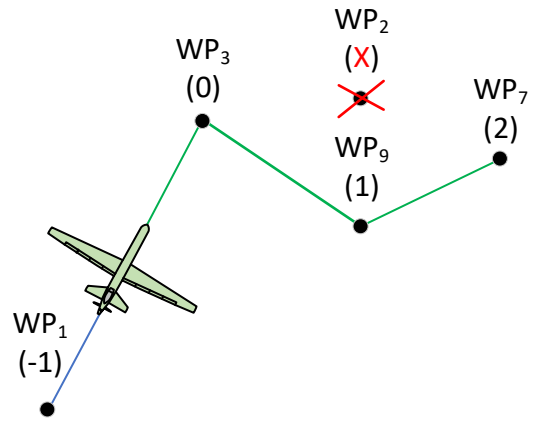

Figure 70: Waypoint list changed
Figure 70 shows a change in the example waypoint plan. In this illustration, waypoint two (WP_2) has been removed from the plan, so its Prosecution Order is un-set. Additionally, an ad hoc waypoint (WP_9) has been added and inserted as the next waypoint to visit after the current waypoint, therefore waypoint 9's Prosecution Order has been set to (1).